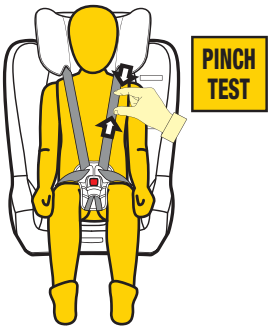

Figure 7
**Step 6:** Check the harness tightness by the **PINCH TEST**, this is acheived by pinching the harness webbing at the shoulders (refer Figure 7)